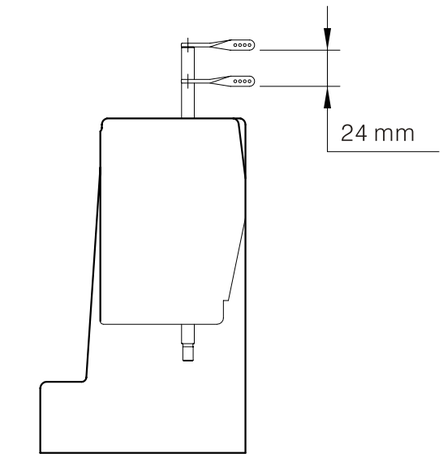

Fig. 18
1. La relación coordinada correcta entre el jalador frontal y posterior es cuando el jalador posterior empieza a girar ciando la barra aguja se mueve hacia delante 24 mm desde el punto muerto inferior. (Fig. 18)